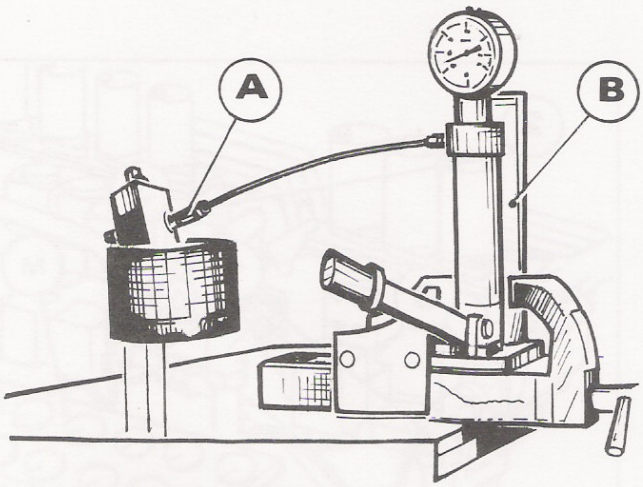

FIG. 14 - VERIFICAÇÃO DO VALOR DE TESTE DA VÁLVULA DE SOBREPRESSÃO
- Colocar o tampão nº 75295330 (B) no conduto de óleo indicado por P1, e o tampão nº 75297247 (E) na conexão Pv, o tubo de descarga nº 75295333(C) no conduto de óleo T e a conexão nº 75295329 (A, fig 14), no conduto P2 (as letras P1, P2, Pv e T , identificam os condutos que estão inseridos no bloco de alimentação, em correspondência às indicações);